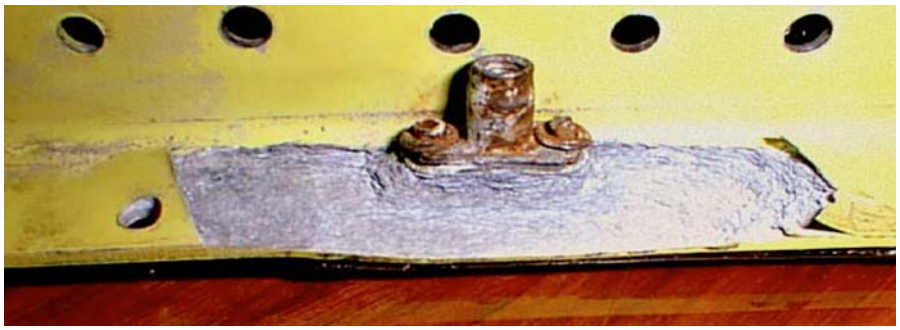

Figure 1-9. Example of Exfoliation Corrosion
1.7.5 Exfoliation Corrosion. Exfoliation corrosion (see Figure 1-9) is an advanced form of intergranular corrosion and occurs when the surface grains of a metal are lifted up by the force of expanding corrosion products occurring at the metal grain boundaries. The lifting up or swelling is visible evidence of exfoliation corrosion. Exfoliation occurs on extruded, rolled, wrought, and forged high strength aluminum and magnesium parts.